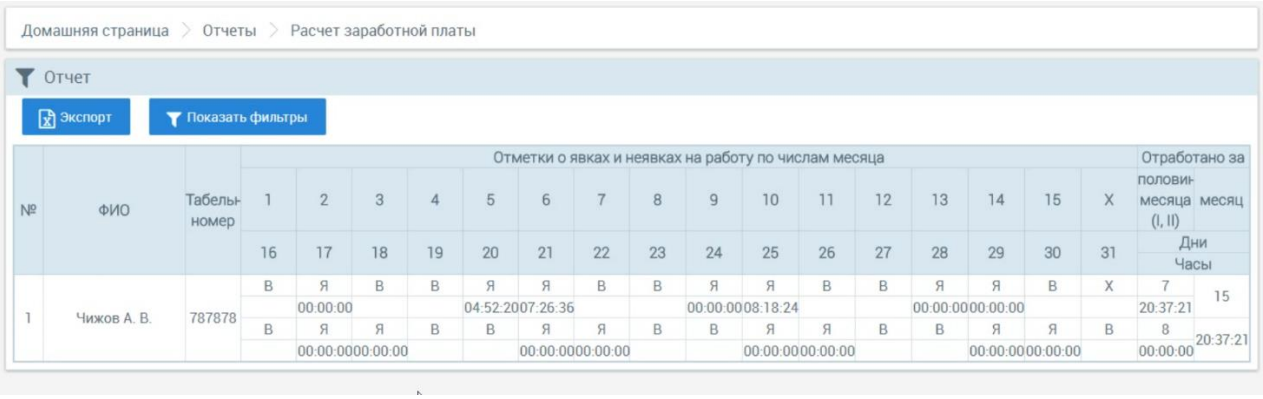

Рис. 36. Отчёт по форме Т13
- **Отчёт о заработной плате по форме Т13** (рис. 36) позволяет реализовать лёгкую интеграцию с ERP-системами.